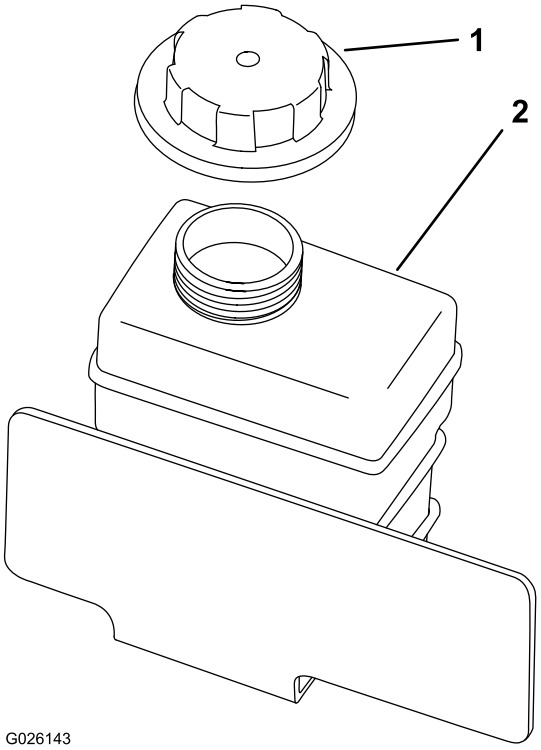

Figur 63
4. Ta av reservetanklokket (Figur 63).